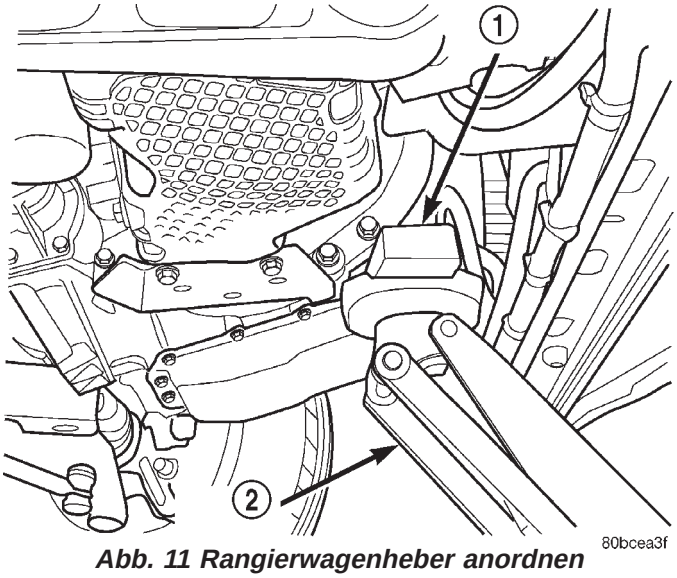

Abb. 11 Rangierwagenheber anordnen
(1) Befestigungsschraube der oberen und unteren Torsionsstrebe am Querträger der Radaufhängung und am Träger am Federbeindom lockern.
(2) Nun kann die Motoranordnung durch Anordnung eines geeigneten Wagenhebers an der Vorderkante der Kupplungsglocke eingestellt werden (Abb. 11).
HINWEIS: Der Rangierwagenheber muß wie in (Abb. 11) angeordnet werden, um ein noch so geringfügiges Anheben des Motors auszuschließen.